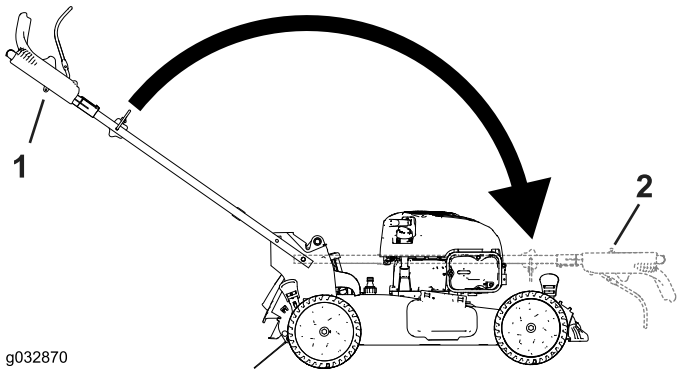

Figur 27
2. Fold håndtaget ved at dreje det fremad (Figur 27).